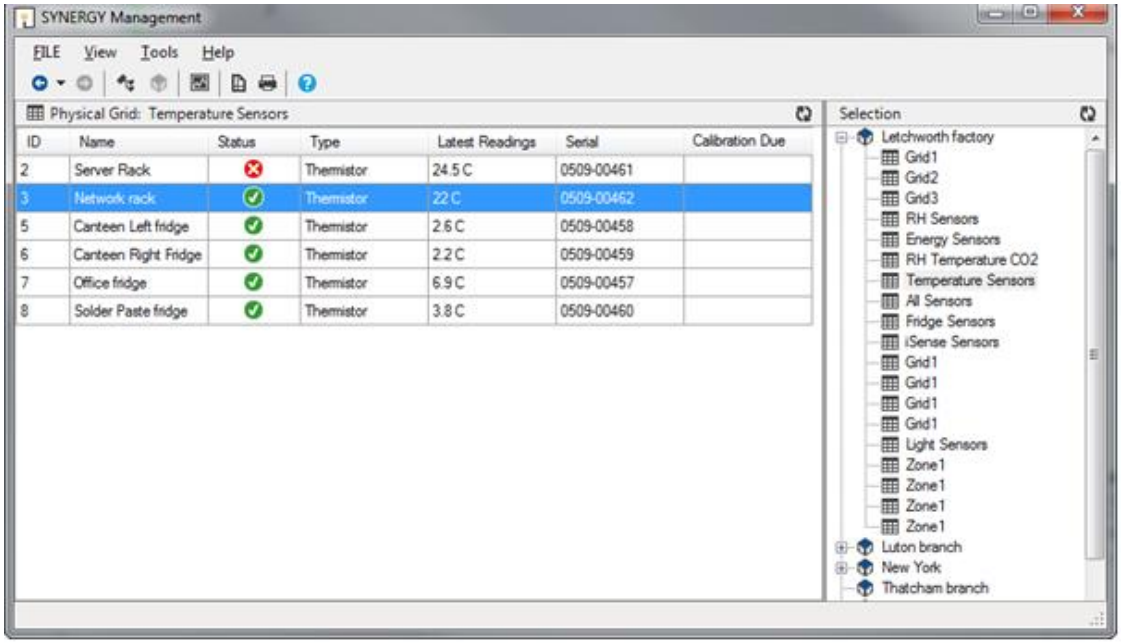

Figure 63
3. Select a Current Clamp sensor from the Synergy Management Tools' **SYNERGY Management** window. See Figure 63 below.